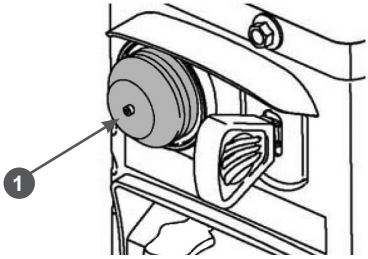

**Рис. 34 Расположение ручного топливного насоса**
7. Для запуска холодного двигателя нажмите 3 раза на ручной топливный насос 1 (Рис. 34).